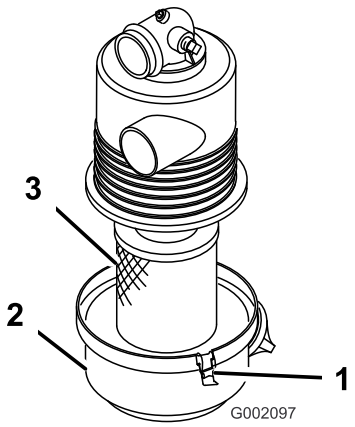

Figura 28
2. Rilasciate i fermi che fissano il coperchio del filtro dell'aria al relativo corpo (Figura 28).
3. Separate il coperchio dal corpo e pulite l'interno del coperchio del filtro dell'aria (Figura 28).
1. Inserite il filtro nel corpo del filtro dell'aria (Figura 28).
2. Allineate il coperchio del filtro dell'aria con il relativo corpo (Figura 28).
3. Bloccate il coperchio sul corpo del filtro dell'aria con i fermi (Figura 28).